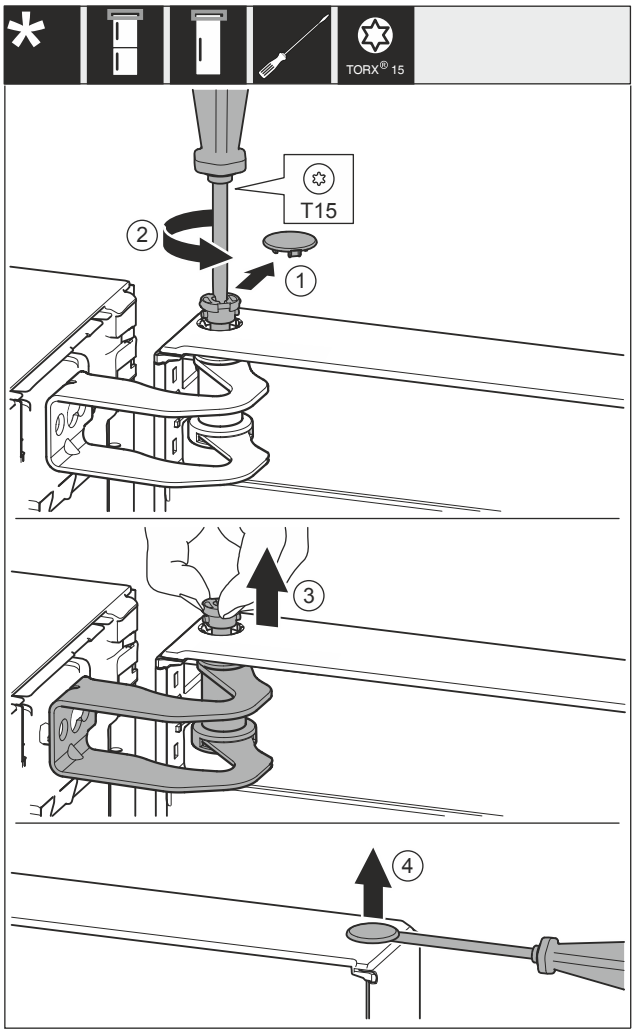

Fig. 29
- ▶ Îndepărtați capacul *Fig. 29 (1)* cu precauție.
- ▶ Extrageți puțin bolțul *Fig. 29 (2)* prin rotire cu șurubelnița.
- ▶ Extrageți bolțul *Fig. 29 (3)* cu degetele.
- ▶ Ridicați capacul *Fig. 29 (4)* cu precauție cu o șurubelniță și îndepărtați-l.